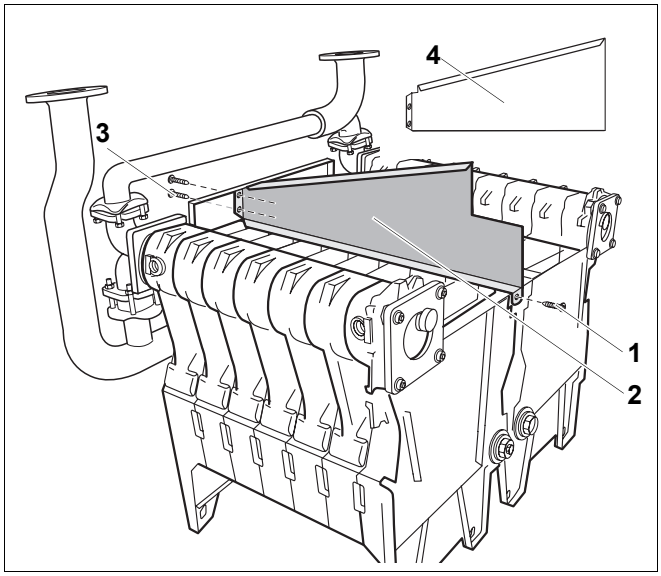

Rys. 36 Montaż ścianki rozdzielającej
Ścianka rozdzielająca kotła wielkości 141 kW (rys. 36, **poz. 4**) nie ma wycięcia.
- Nałożyć ściankę rozdzielającą (rys. 36, **poz. 2**) i luźno przykręcić do ścianki przedniej dwoma śrubami z łbem płaskim 3,9 x 9,5 (rys. 36, **poz. 3**).
- Luźno przykręcić ściankę rozdzielającą (rys. 36, **poz. 2**) z tyłu śrubą z łbem płaskim (rys. 36, **poz. 1**) do elementu środkowego.
- Dobrze dokręcić wszystkie śruby w ściance rozdzielającej (rys. 36, strona 32).